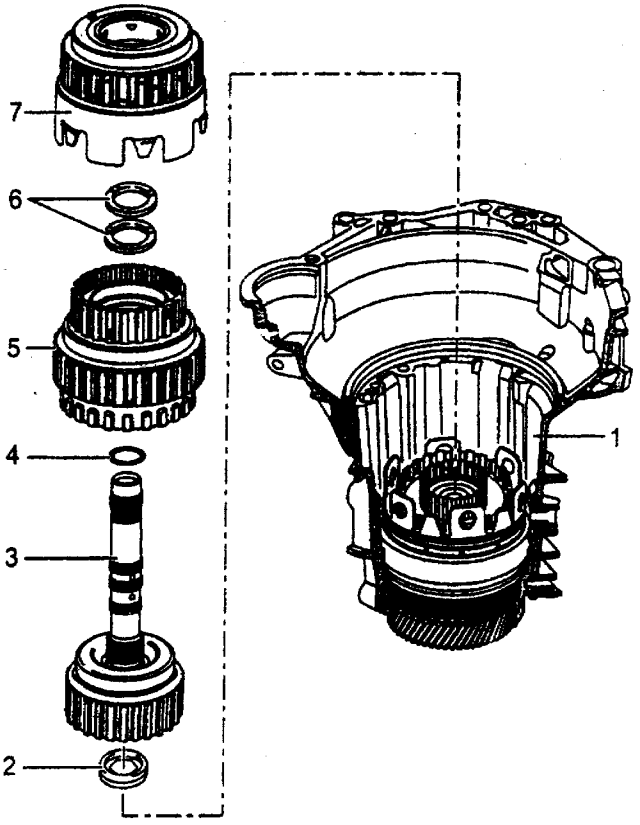

图3－76
(3) 计算a：如图3－78所示，将直尺A放在变速器壳体上泵的法兰上。将K1沿箭头方向下压，并且用深度测量尺B测量至K1的距离，例如：测量值1为88.5mm。